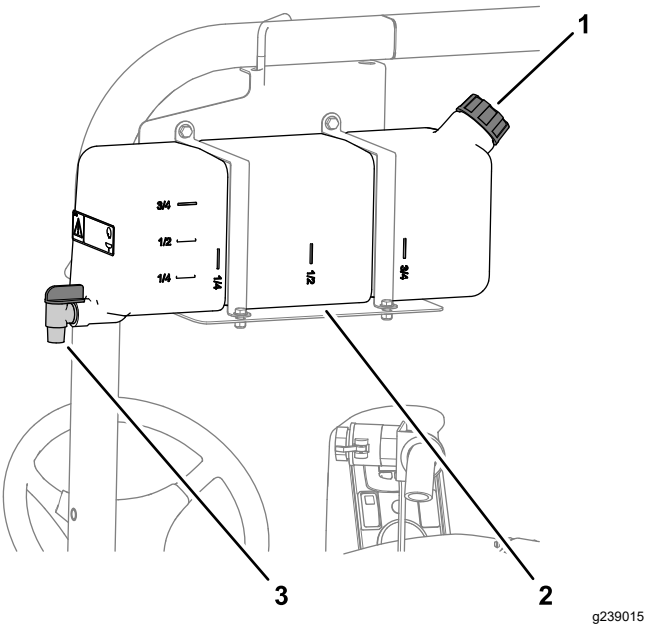

Figur 18
- Fyll tanken genom att skruva av locket ovanpå tanken, fyll på med färskvatten och sätt tillbaka locket (Figur 18).
- Vrid reglaget på pluggen för att öppna pluggen till färskvattentanken (Figur 18).